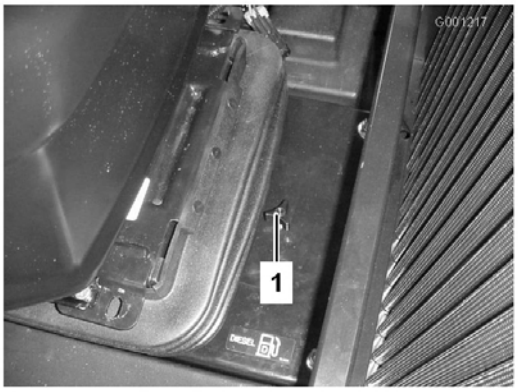

Figure 31
1. Desserrez le bouton et déposez le couvercle d'accès derrière la plaque de montage du siège (Figure 31).